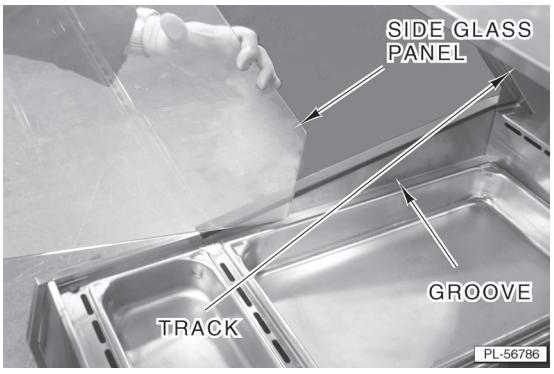

Fig. 2
1. Position the side of glass panel in the groove on the LEFT side of the case (Fig. 2).